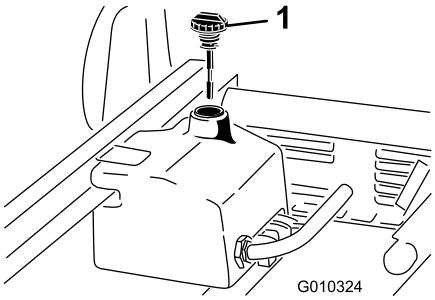

Figur 17
1. Rengjør rundt påfyllingshalsen og lokket på tanken for hydraulisk olje (Figur 17). Ta lokket av påfyllingshalsen.
2. Fjern peilestaven (Figur 17) fra påfyllingshalsen, og tørk av den med en ren fille. Før peilestaven ned i påfyllingshalsen før du tar den ut og kontroller oljenivået. Oljenivået må være mellom de to merkene på peilestaven.